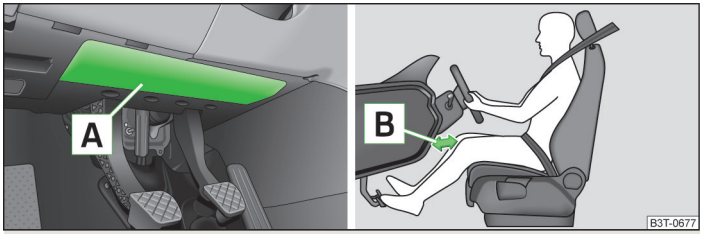

Fig. 151 **Driver's knee airbag below the steering column**
The driver's knee airbag A is located in the lower part of the dash panel below the steering column » Fig. 151.
- Adjust the driver's seat in a forward/back direction so that there is a gap of at least 10cm between the legs B and the dash panel in the vicinity of the knee airbag » Fig. 151. If it is not possible to meet this requirement due to your body size, visit a specialist garage.